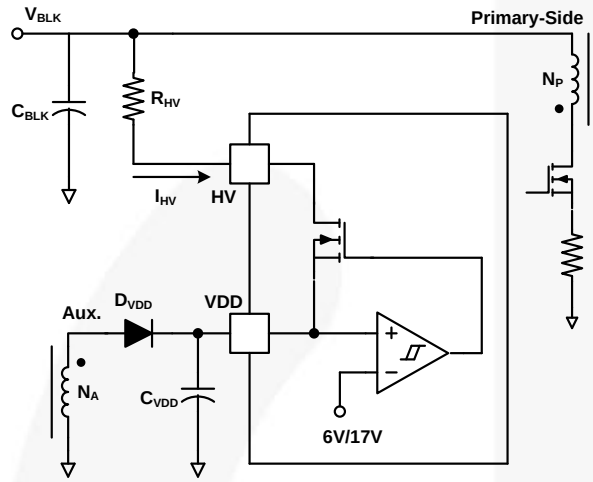
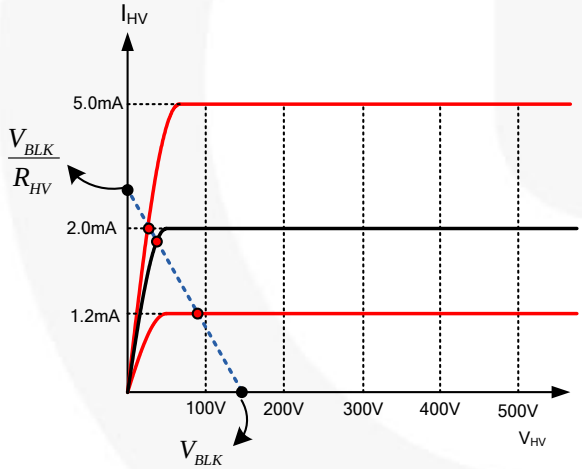

Figure 31. HV Startup Circuit
Figure 32. V-I Characteristic of HV Pin
Figure 31 shows the high-voltage (HV) startup circuit for FAN501 applications. The JFET is used to internally implement the high-voltage current source *(see Figure 32 for characteristics)*. Technically, the HV pin can be directly connected to voltage (V_{BLK}) on an input bulk capacitor. To improve reliability and surge immunity, however, it is typical to use a ~100 kΩ resistor between the HV pin and bulk capacitor voltage. The actual HV current with a given bulk capacitor voltage and startup resistor is determined by the intersection of V-I characteristics line and load line, as shown in Figure 32.